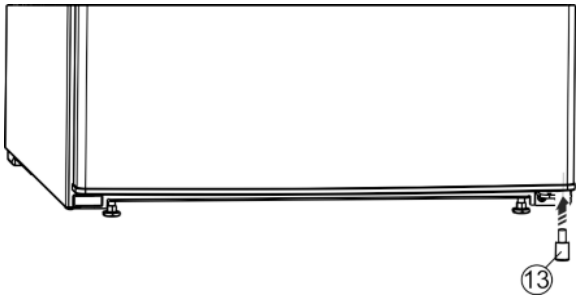

Fig. 6
▶ Insert the spacer *Fig. 6 (13)* back under the right-hand side of the door, as it is important for the stability of the appliance.